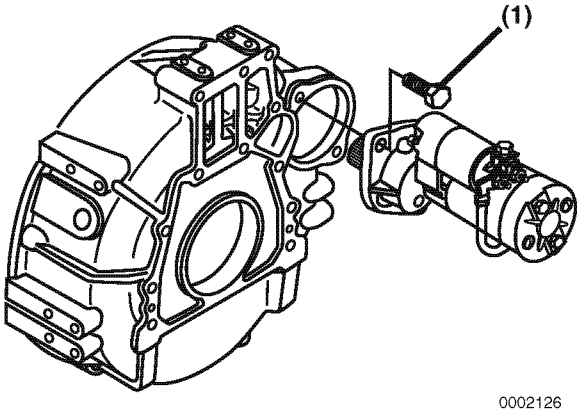

Figure 11-2
3. Remove the starter mounting bolts **(Figure 11-2, (1))**. Remove the starter motor from the flywheel housing.